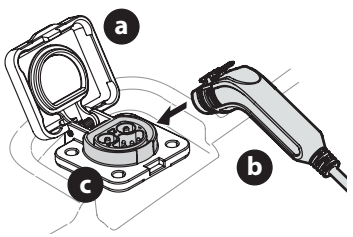

Figure 11
1. Relevez le couvercle de la prise de recharge (a) (Figure 11). (Chargeurs de la série T56XXX).
2. Branchez le cordon de recharge (b) du chargeur dans la prise (c) (Figure 11).